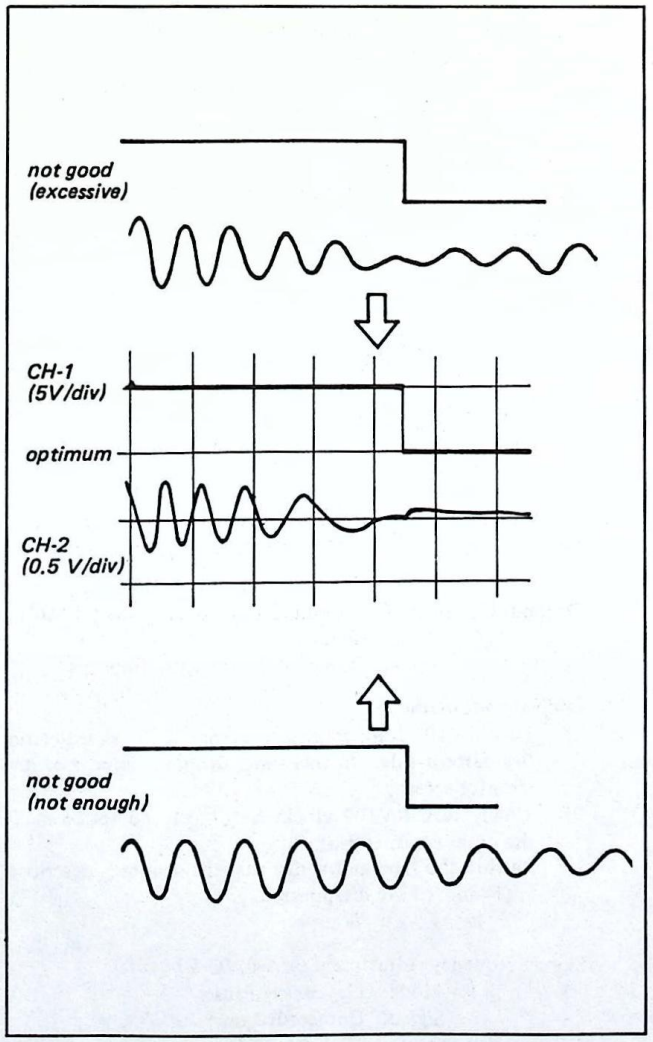

Fig. 5-2-13. βII capstan brake alignment
2) Repeat PAUSE → PB → PAUSE and adjust to optimum state as shown in Fig. 5-2-13 with RV413.